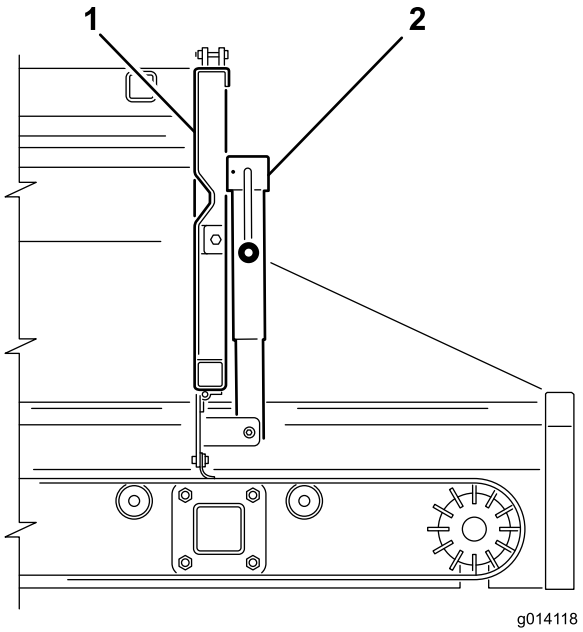
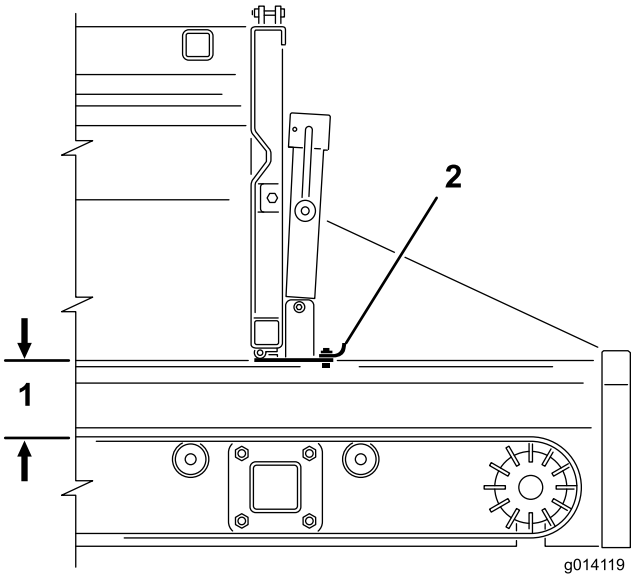

Figur 27
Figur 28
2. Bruk jekkhåndtaket til å åpne eller lukke den justerbare delen av baklemmen (Figur 27 og Figur 28). Dette alternativet begrenser materialstrømmen.